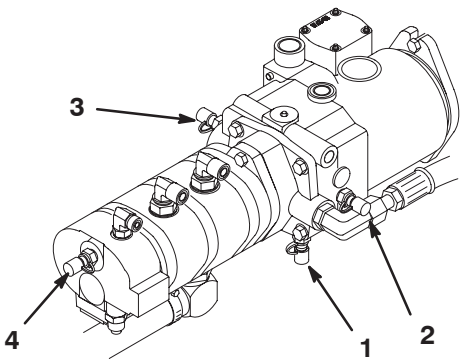

Bild 61
4. Testanschluss „D“ befindet sich unten am Hydraulikgetriebe (Bild 61) und wird zum Messen des Getriebedrucks verwendet.
5. Testanschluss „E“ wird zum Messen des Traktionvorwärtsdrucks verwendet (Bild 61).
6. Testanschluss „F“ wird zum Messen des Traktionrückwärtsdrucks verwendet (Bild 61).
7. Testanschluss „G“ wird zum Messen des Lenkdrucks verwendet (Bild 61).